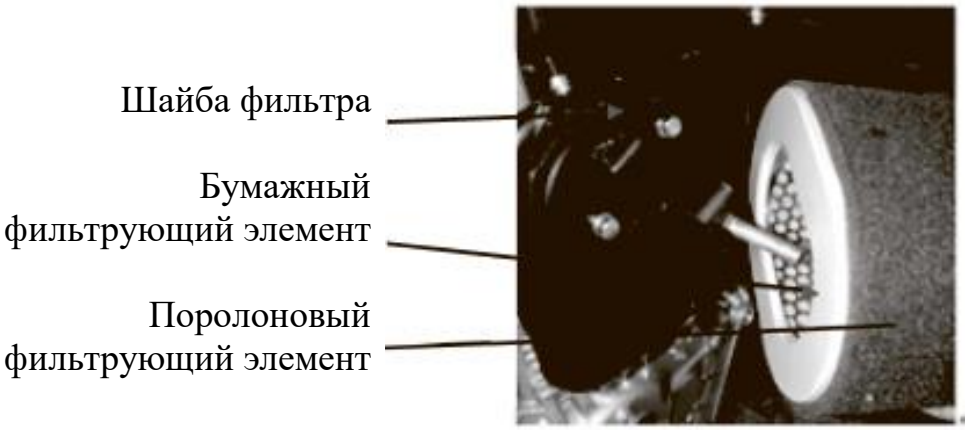

Рис. 19
(1) Проверьте, нет ли повреждений на поверхности шайбы фильтра.
(2) Пропустите свет через фильтрующий элемент, чтобы проверить, нет ли трещин или других повреждений (примечание: поврежденные бумажные и поролоновые фильтрующие элементы повторному использованию не подлежат) (см. Рис. 19).